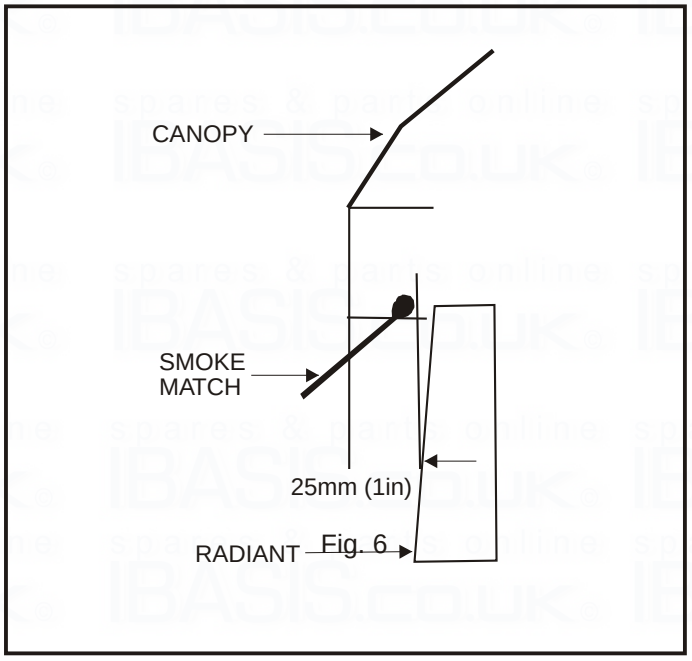

Fig. 6
6. TEST FOR SPILLAGE (See Fig. 6)